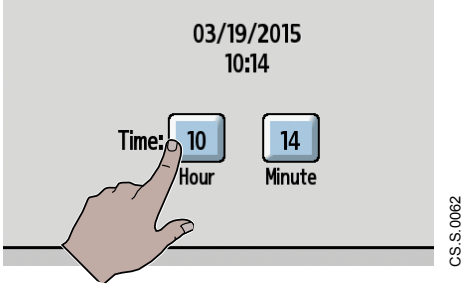

Figure 1-29 Changing the time setting
- **Time** (time offset): **Hour and Minute buttons** allow you to adjust the time to local time zone (Figure 1-29).